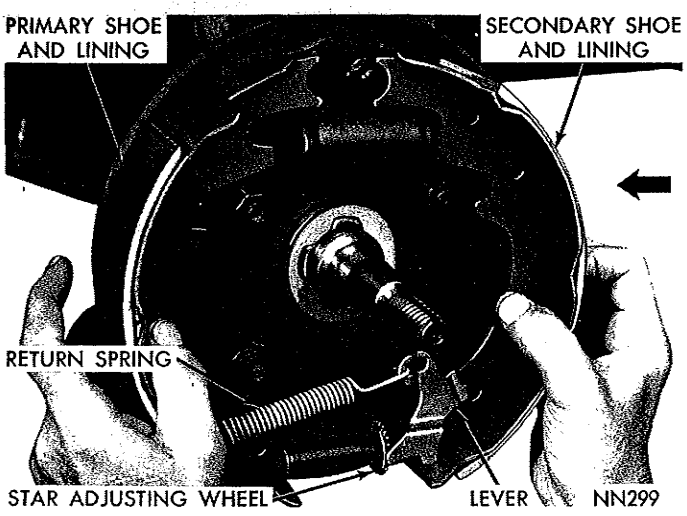

*Fig. 8—Installing the Brake Shoes (Left Front)*
(3) Overlap anchor ends of primary and secondary brake shoes and install adjusting spring and lever.
(4) Spread anchor ends of brake shoes to maintain adjusting lever and spring in position.
(5) Holding brake shoes in their relative position, place brake shoe assembly on support and over anchor pin, (Fig. 8). Remove Tool C-416.